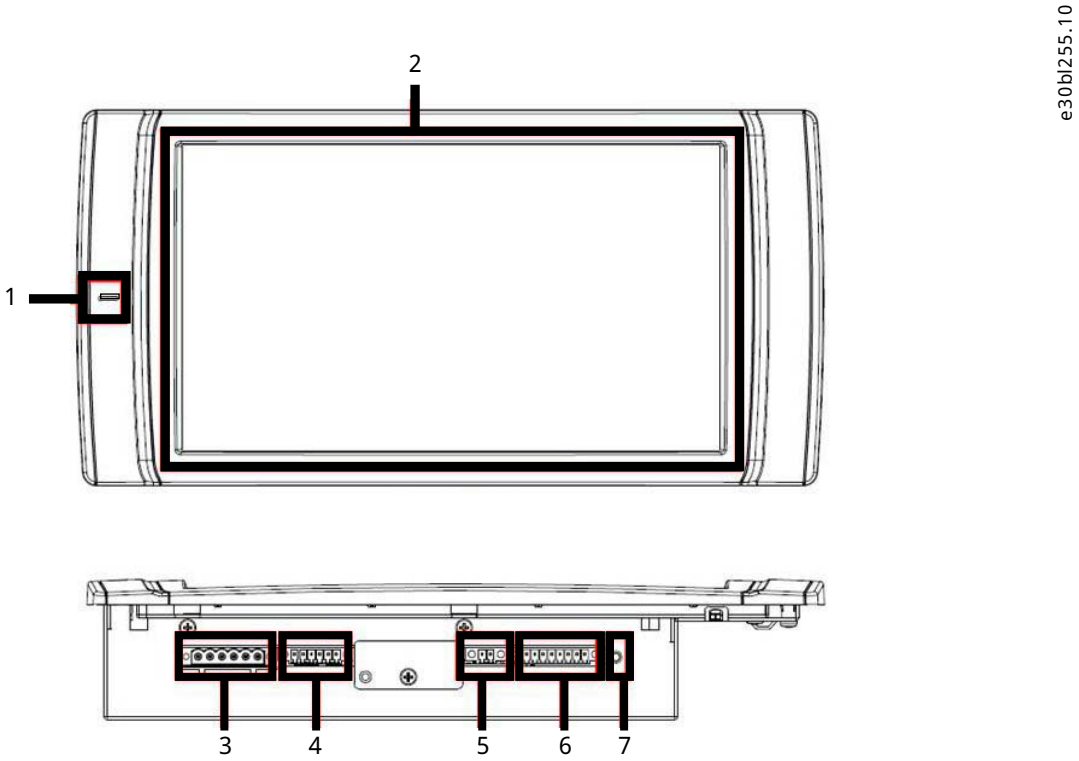
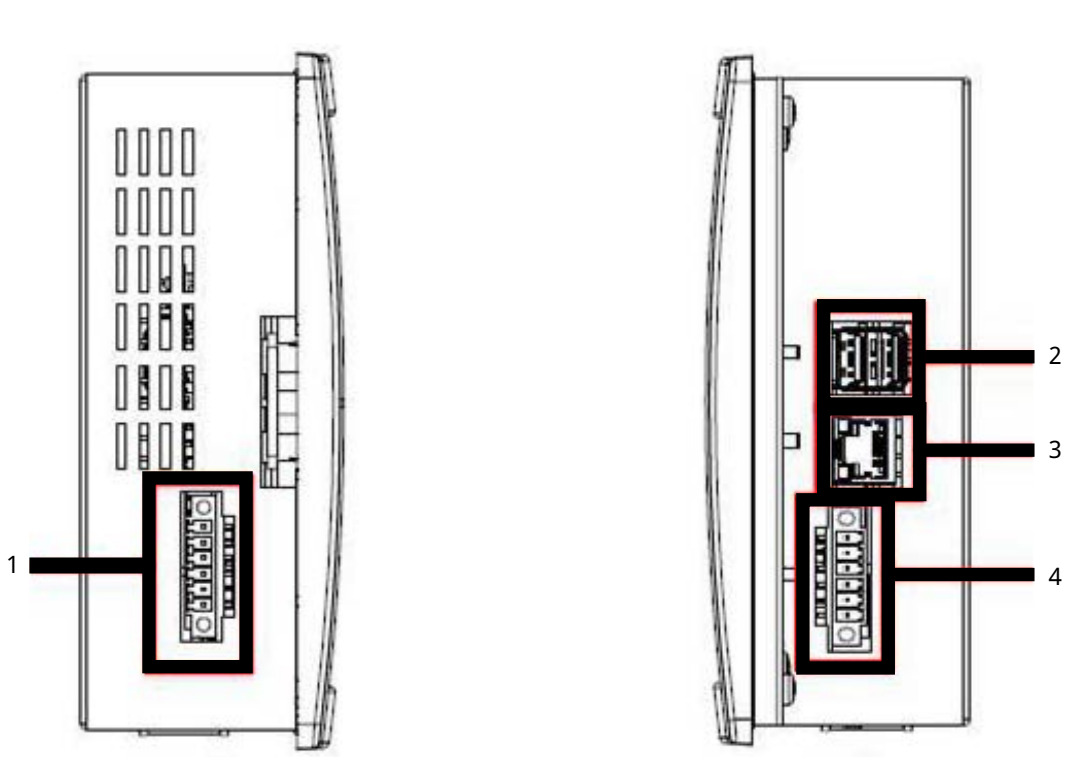

Figure 6: 10" HMI Touchscreen (Front/Bottom)
Figure 7: HMI-F10 Left and Right Side
- 10'' HMI touchscreen display, refer to Figure 6, Figure 7.